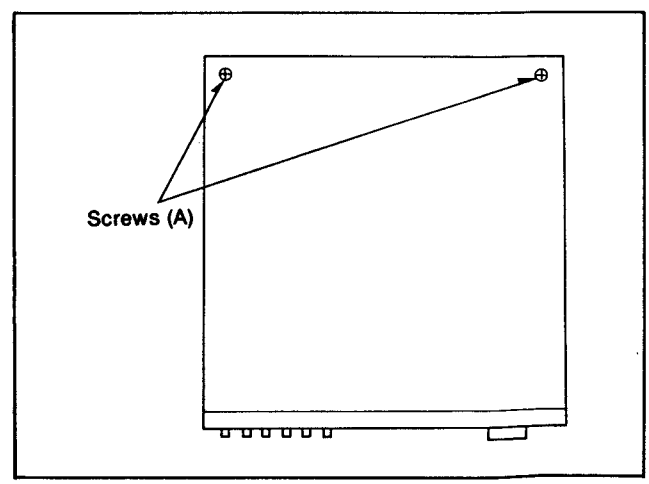

Figure D2
1. Unscrew the 2 screws(A) on the Top Panel(Figure D2).